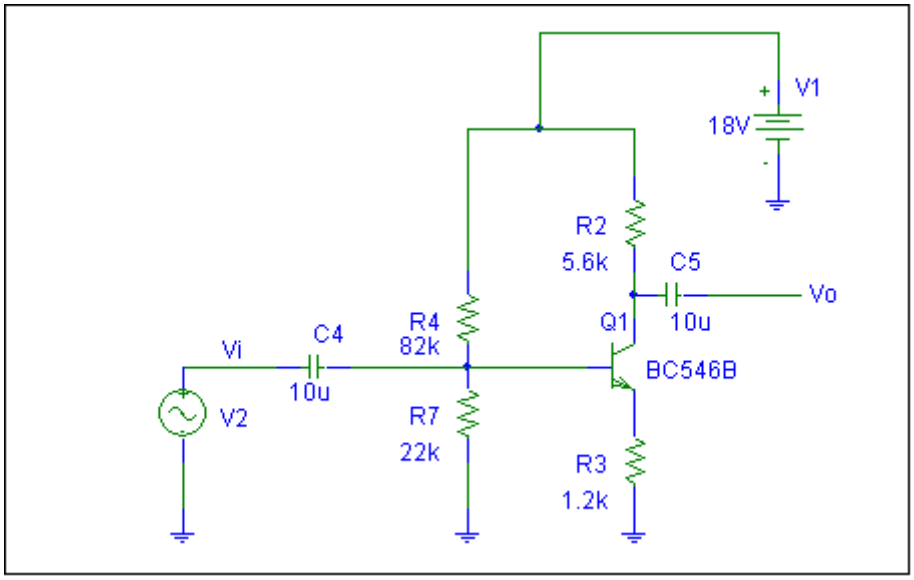

Figur 2. Transistorkobling
Kobl opp forsterkeren etter figur 2. Benytt dekademotstanden som R2. V2 kobles ikke til enda..
1. Hva er forsterkerens arbeidspunkt? (måles med signalgeneratoren frakoblet. Sammenlign med arbeidspunktet du fant for forsterkeren i figur 2 (pkt 7.1.1.1) – kommenter.